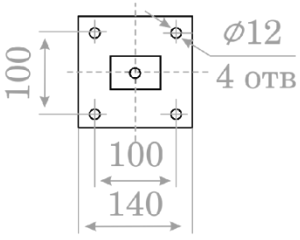

Рисунок 1. Основание стойки
- Закладывается, и бетонируются резьбовые шпильки (согласно рисунок 1);
- Разметьте место засверливания отверстие под анкера (согласно рисунок 1);